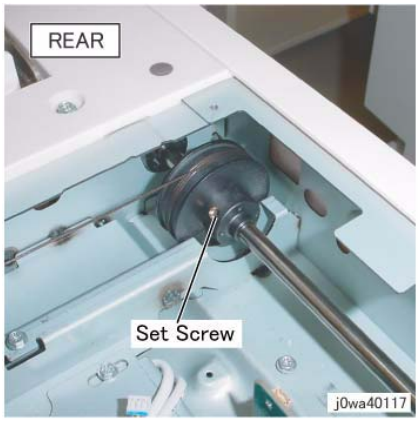

Figure 5 Tighten one of the set screws
10. Tighten one of the set screws (x2) (either side) that kept the Pulley at the rear side loose. (Figure 5)